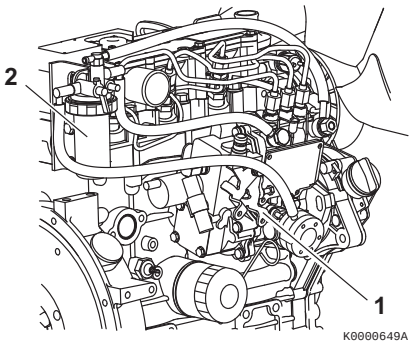

Figure 2
1. Operate the fuel priming lever **(Figure 2, (1))** several times until the fuel filter cup **(Figure 2, (2))** is filled with fuel.